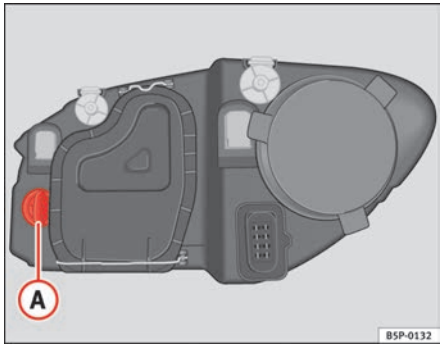

Fig. 181 Turn signal lamps
– Rotate the lamp holder ⇒ fig. 181 (A) to the left and pull.